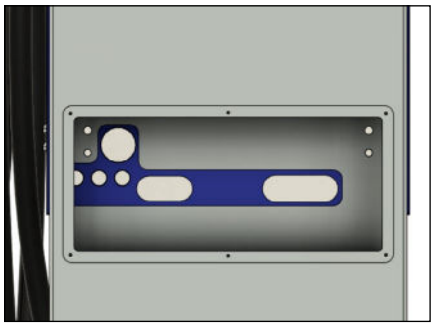

Abb. 17: Service-Deckel Standfuß entfernt
3. Den Service-Deckel abnehmen: siehe Abb. 17.